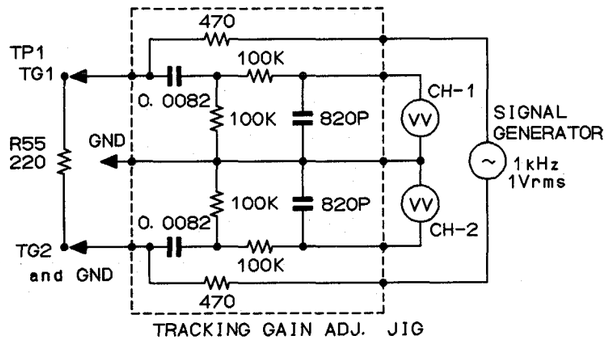

Figure 27-1
*3: Apply sine wave (Oscillation Frequency 1.0 kHz,1.0 Vrms) as shown in Figure 27-1.
✻3: Eine Sinuswelle wie in Abbildung 27-1 dargestellt zuleiten (Schwingungsfrequenz 1,0 kHz, 1,0 Veff).
✻3: Appliquer une onde sinusoïdale (fréquence d'oscillation 1,0 kHz, 1,0 Vrms) comme indiqué dans la figure 27-1.